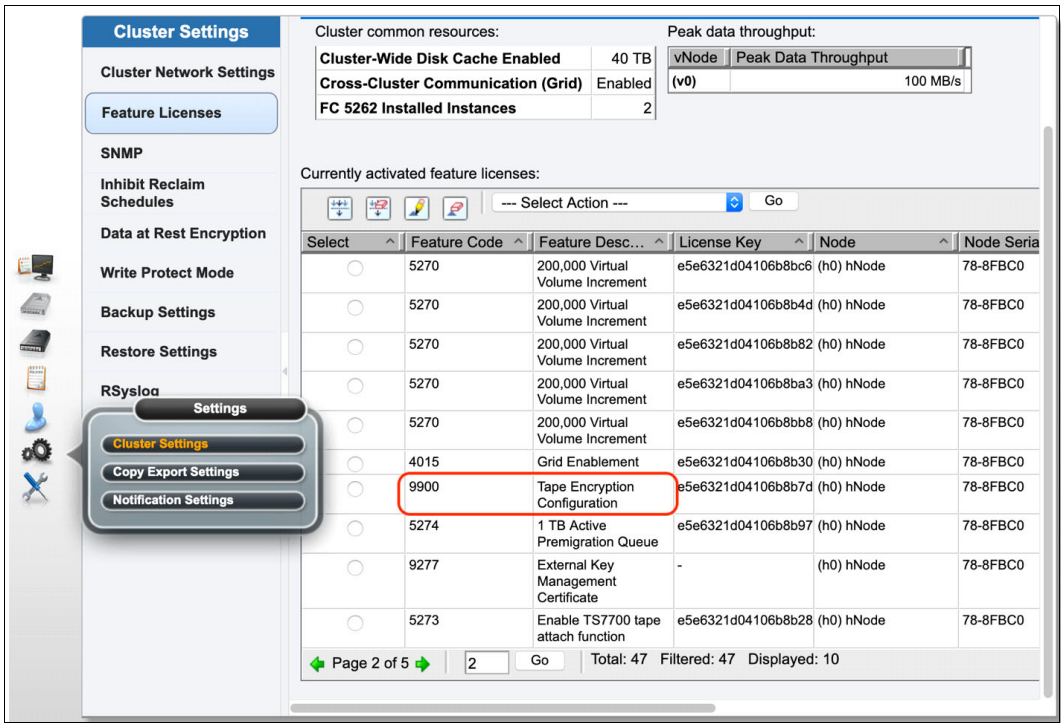

Figure J-1 Feature code 9900 (tape encryption configuration)
1. Install feature code 9900 (tape encryption configuration) into the TS7700T (if not previously installed). This step can be completed by the customer or an IBM service representative. A list of installed feature codes can be found in the Feature Licenses page by selecting **Cluster Settings** → **Settings** in the Management Interface (MI), as shown in Figure J-1 on page 1023.